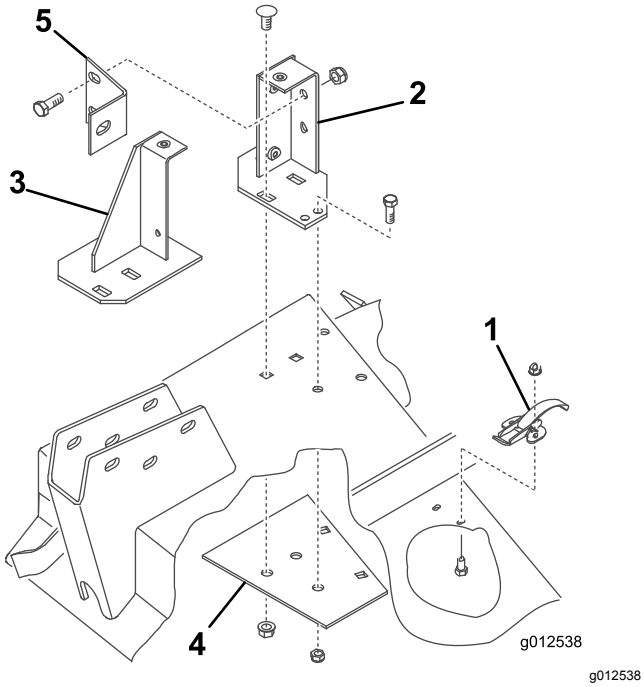

Figuur 9
1. Verwijder de sluitingen waarmee de veersluiting van het deksel van het rechtermaaidek bevestigd is aan de rechterkant van het maaidek (Figuur 9). Verwijder en bewaar de sluiting samen met het rechterdeksel voor later gebruik.
2. Plaats de blazer en de montagebeugels op het maaidek. Lijn daarbij de montagegaten uit met de gaten die eerder dienden om de grasgeleider te bevestigen. Figuur 9 toont de beugels zonder blazer. Zorg dat de blazer tegen het maaidek aanzit.
3. Plaats de blazer en de nieuwe steunplaat onder het maaidek. Lijn daarbij de montagegaten uit met de gaten die eerder dienden om de grasgeleider te bevestigen (Figuur 9).
4. Monteer de voor- en achterbeugel en de steunplaat op het maaidek. Gebruik hierbij telkens 2 eerder verwijderde slotbouten (⅜-16 x ⅞") en flensmoeren (Figuur 9). De boutkoppen horen aan de bovenzijde van het maaidek.
7. Bevestig de beugels en de steunplaat aan het maaidek met bouten (5/16-18 x ¾") en borgmoeren (Figuur 9). De boutkoppen horen aan de bovenzijde van het maaidek.
8. Monteer de blazerbeugel met 2 bouten (⅜-16 x 1") en borgmoeren (Figuur 9) aan de achterste montagebeugel, en met een bout (⅜-16 x 1") aan de zwenkarm.